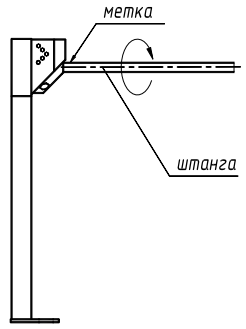

Рис.1
- вкрутите штангу на несколько оборотов (2-3) в верхнее отверстие ступицы турникета так, чтобы метка на штанге оказалась вверху (см. Рис.1)